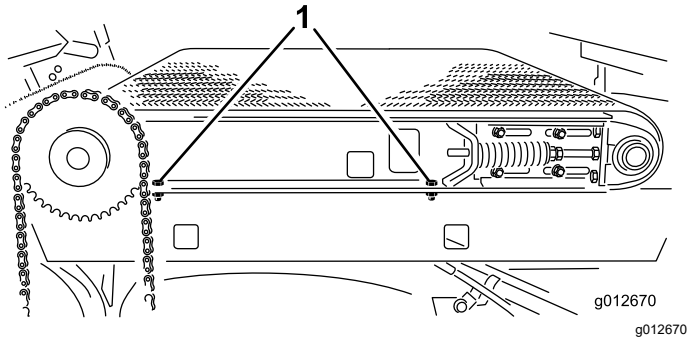

Figur 33
4. Lossa de två huvudskruvarna på maskinens högra sida som fäster glidflaksskenan vid den högra stänkskärmen (Figur 33). Kontrollera att huvudskruvarna är tillräckligt lösa för att glidflaket ska kunna tippas.